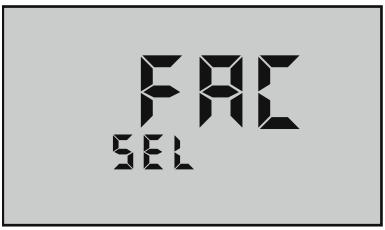

Figure 20
3. Press (MR ▼) repeatedly until you pass the CLr ALL and the C-F locations. The display will show a “**FAC SEL**” (see Figure 20).